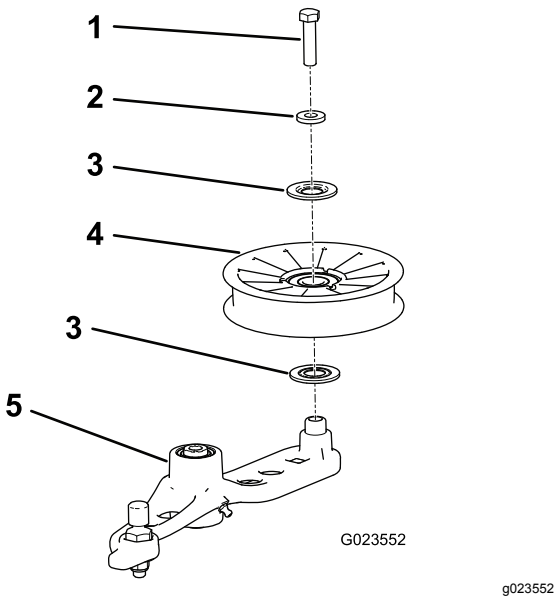

Figur 58
6. Fjern bolten, der fastgør den gamle spænderemskive på spændearmen, og monter en ny remskive (Figur 58).